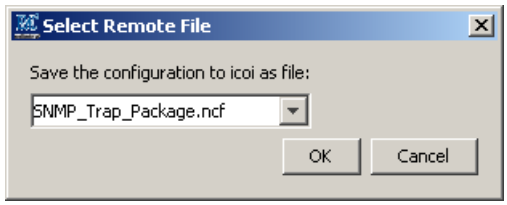

Figure 51 Select Remote File dialog box
3. The **Select Remote File** dialog box appears as shown in Figure 51 on page 83. Select the name of the *.ncf package file you want to push to the remote server and click **OK**.